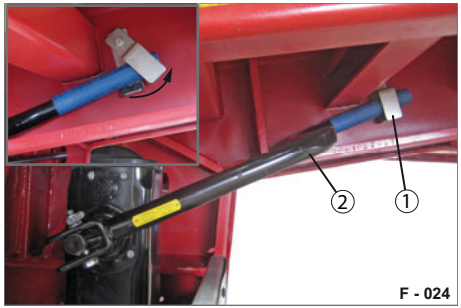

Abb. 55 Handkurbel gesichert
▶ Drehen Sie die Sicherungslasche (Abb. 55/1) nach oben.
▶ Ziehen Sie Handkurbel (Abb. 55/2) heraus und schwenken Sie diese unter dem Aufbau hervor.
▶ Setzen Sie die Handkurbel (Abb. 55/2) gemäß Abb. 55 ein.
▶ Sichern Sie die Handkurbel mit der Sicherungslasche (Abb. 55/1).